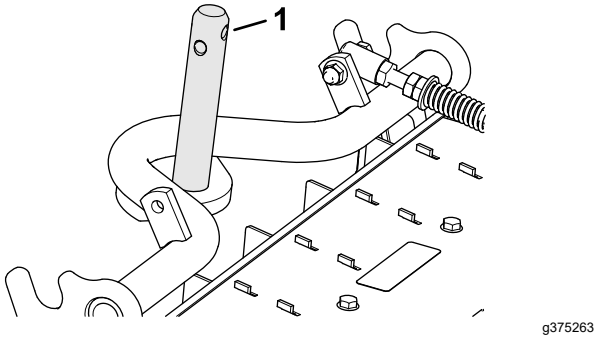

**Figuur 8**
4. Breng een laag schoon smeermiddel aan op de as van het draagframe (Figuur 8).